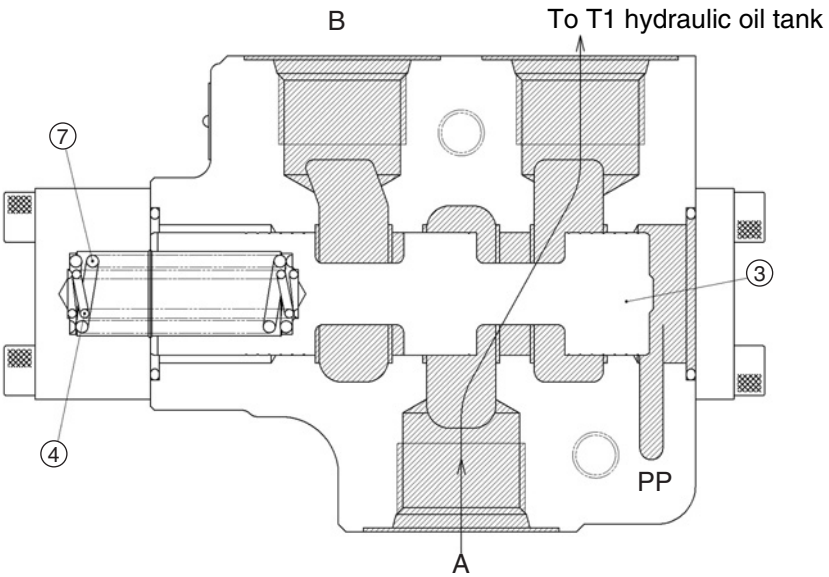

Figure 3
Also, at this time, the pressurized oil at the B port is cut off by the spool ③. (See Figure 3.)